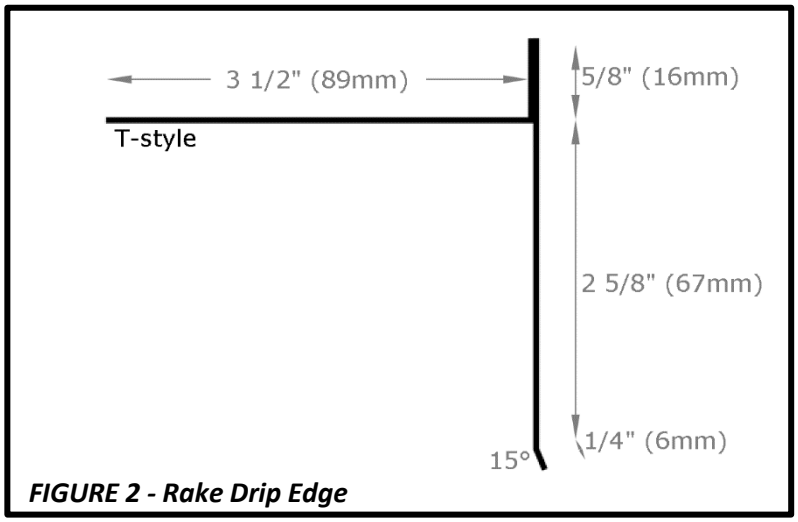

FIGURE 2 - Rake Drip Edge
- **RAKES** - FWAVE recommends a ***T-style modified drip edge*** at rakes to cover the cut edge of the REVIA® shingles. See **Figure 2**. Apply drip edge over underlayment at the rake edges. Trim shingles flush with the T-style drip edge.